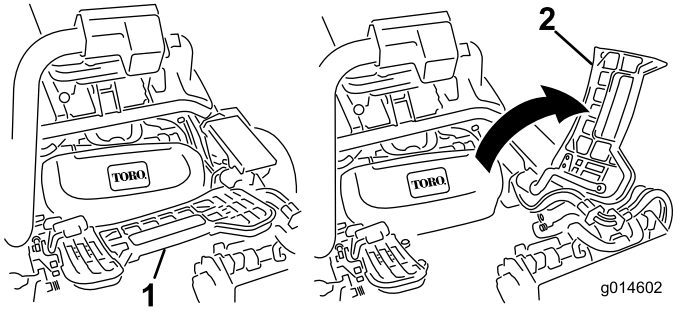

**Figuur 29**
1. Klap de voetsteun omhoog zodat u bij het middelste maaidek kunt (Figuur 29).